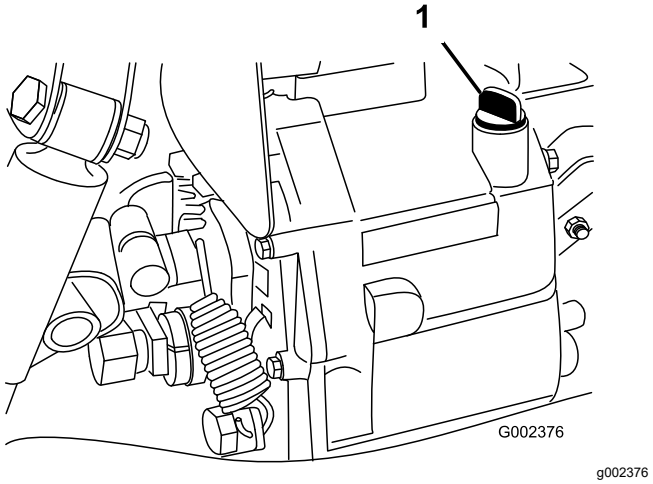

Figur 66
4. Rengør området omkring målepinden (Figur 66).